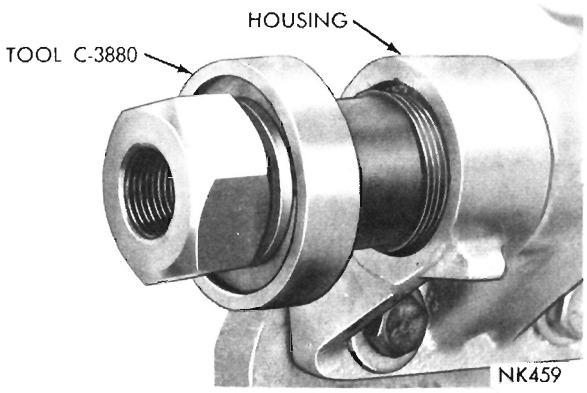
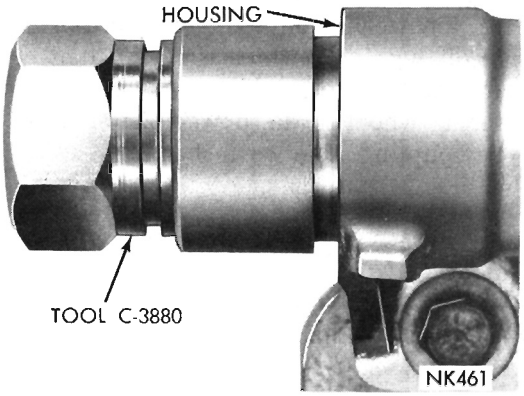

Fig. 13—Removing Cross Shaft Oil Seal
Fig. 14—Installing Cross Shaft Oil Seal
(40) Make certain some lash exists between cross shaft sector teeth and ball nut rack then install and tighten the cover bolts to 25 foot-pounds.
(41) Position cross shaft seal on cross shaft with lip of seal facing gear housing. Place installing adapter SP-3828 from Tool C-3880 against seal with **short step** toward seal (Fig. 14). Position nut from Tool C-3880 on cross shaft and turn it down against adapter, pressing seal into housing until step on adapter contacts end of housing. Remove tool.
(2) Slide threaded adapter over end of cross shaft and install nut portion of tool on shaft. (Fig. 13). Maintain pressure on adapter with tool nut while screwing adapter into seal until it grips oil seal firmly. Place two half rings and retainer over both portions of tool. Turn tool nut counterclockwise to withdraw seal from housing.
(3) Place seal onto splines on cross shaft with lip of seal facing gear housing.
(4) Place installing adapter SP-3052 from Tool C-3880 against seal. Press seal in until a gap of 1/4 inch exists between adapter and housings (Fig. 14).
(5) Place nut down from Tool Set C-3880 on cross shaft, and turn it down against adapter, pressing seal into housing until step on adapter contacts end of housing.
(6) Remove tool, install steering arm, lock washer and retaining nut and tighten nut to 175 foot-pounds.